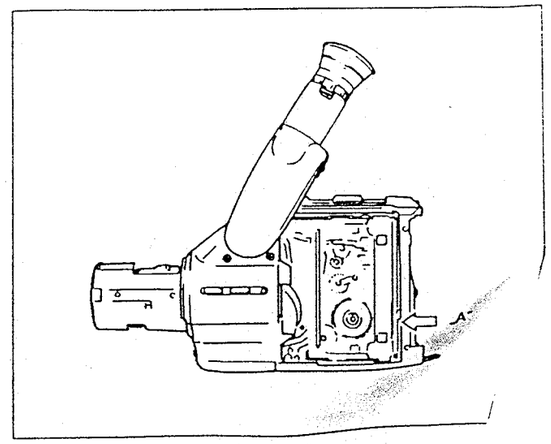

Fig. 2
- Die Kassettenfachabdeckung entfernen (siehe Fig. 6, Seite 6) und Position „A" mit einem Schraubendreher herunterdrücken (siehe Fig. 2).
- Remove the cassette cover (see Fig. 6, page 6) and push the "A" position (see Fig. 2).